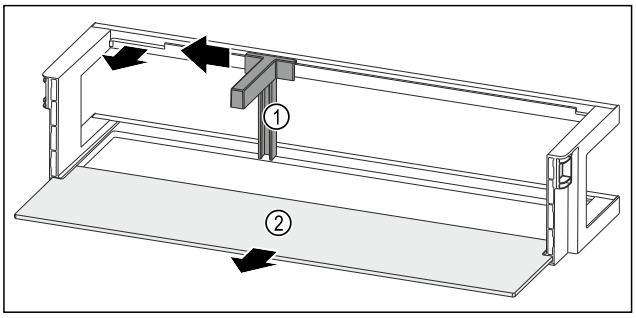

Fig. 97 Door rack with bottle holder and shelf
▶ Slide the bottle holder *Fig. 97 (1)* to the side as far as the recess.
▶ Remove the bottle holder *Fig. 97 (1)*.
▶ Remove the shelf *Fig. 97 (2)*.